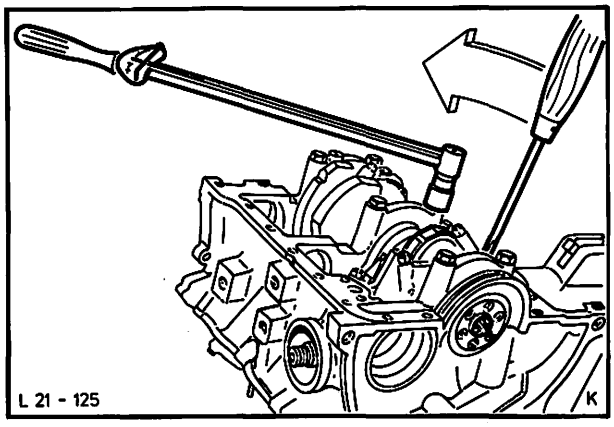

Abb. 167 Hauptlagerdeckel anziehen
40. Schrauben der Lagerdeckel gleichmäßig mit vorgeschriebenem Drehmoment festziehen. Am Führungslagerdeckel Schrauben nur fingerfest beidrehen. Kurbelwelle erst bis zum Anschlag nach hinten drücken, dann langsam bis zum Anschlag nach vorne drücken und festhalten. In dieser Stellung Schrauben des Führungslagerdeckels mit Drehmoment festziehen. (Dieser Arbeitsvorgang ist erforderlich, um das Führungslager zum gleichmäßigen Tragen zu bringen), Abb. 167.